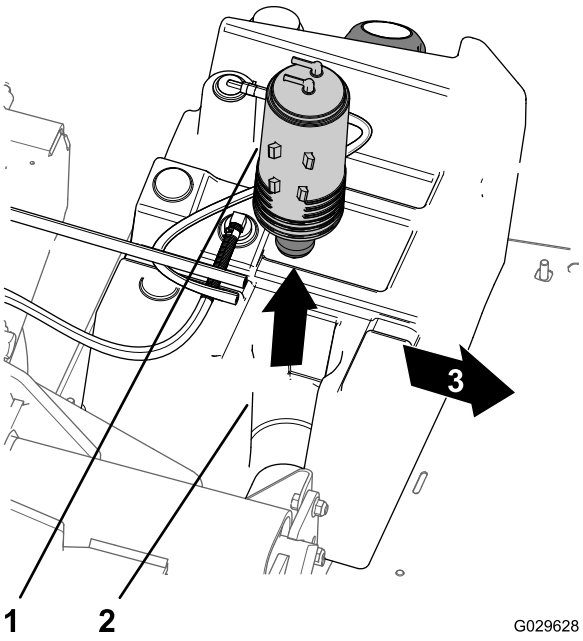

Figur 54
3. Løft kulfilterbeholderen af kulfilterbeholderens montering i brændstoftanken (Figur 54).
7. Sæt den nye kulfilterbeholder ind i kulfilterbeholderens montering på brændstoftanken med tømningsfittings og brændstoftankens fittings justeret bagud (Figur 54).